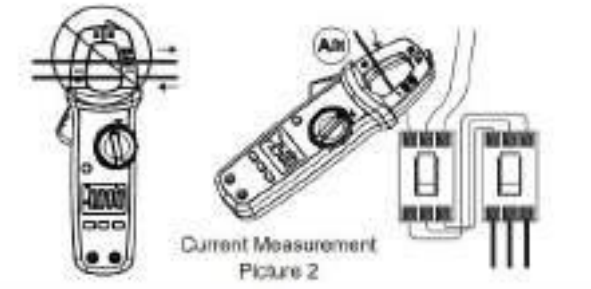

Fig 2
9.1 Măsurarea curentului AC/DC (Fig 2)